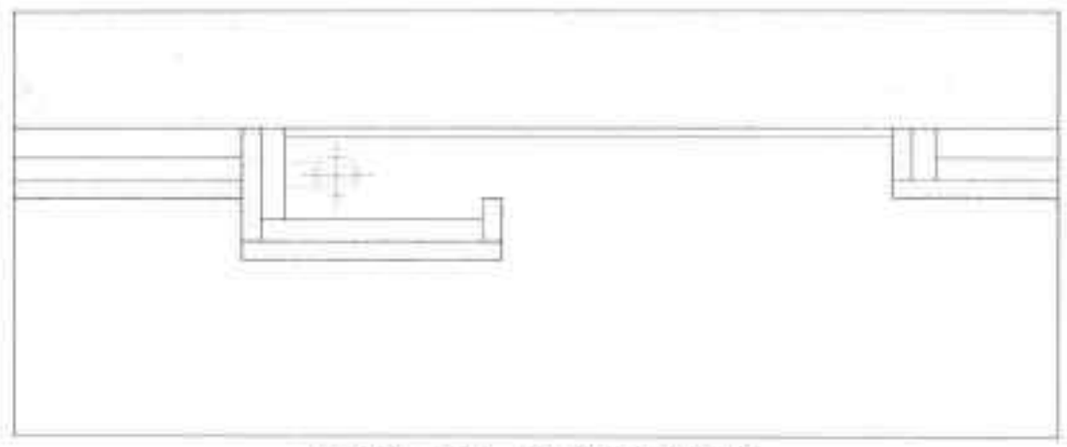

图19-131 填充石材图形
Step 14 执行“填充”命令，选择预定义中的“AR-SAND”图形，设置角度为 0°、比例为 0.1，对石材部分进行填充，如图 19-131 所示。